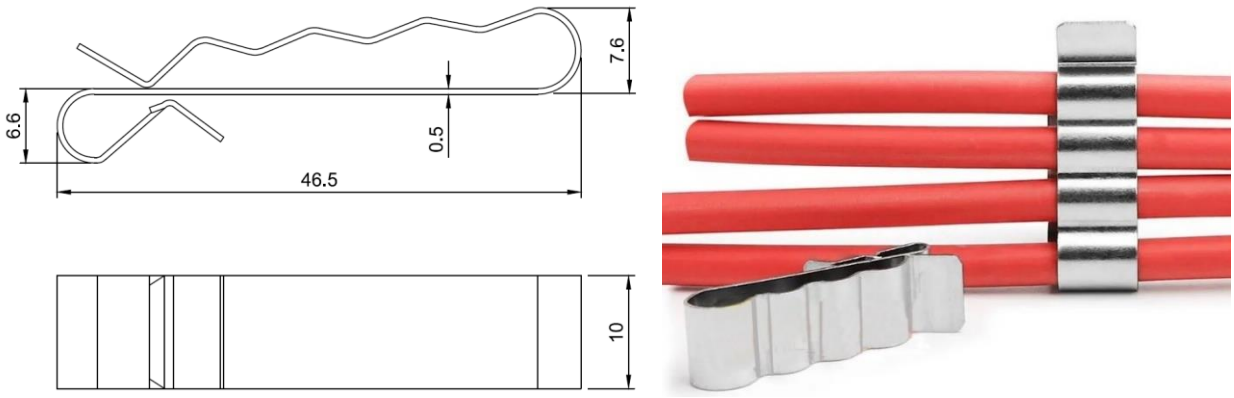

Рисунок 37. Держатель для кабеля. Размеры указаны в мм.
2. Держатель для кабеля (Рисунок 37). Держатель для кабеля предназначен для крепления кабелей от фотоэлектрических моделей. Он крепится непосредственно на раме ФЭМ, позволяет надёжно зафиксировать до 4 фотоэлектрических кабелей одновременно.